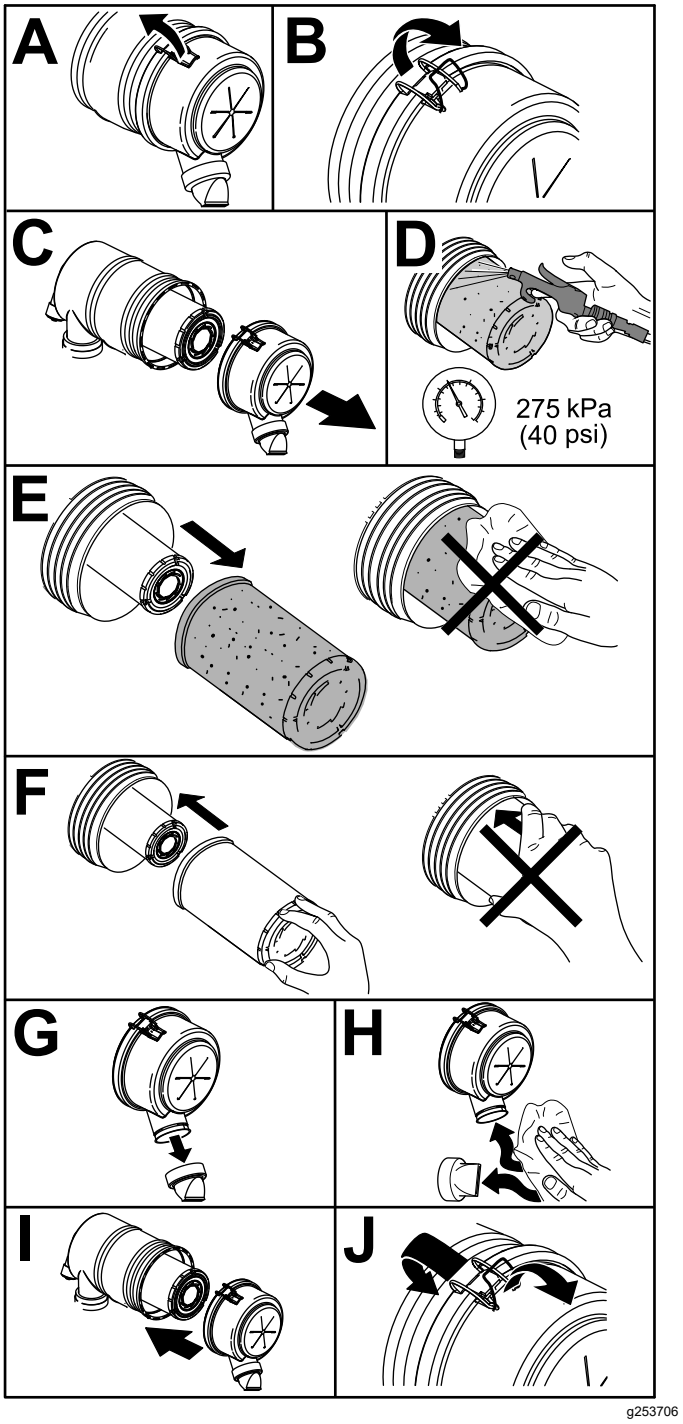

**Bild 53**
1. Wechseln Sie den Luftfiltereinsatz aus (Bild 53).